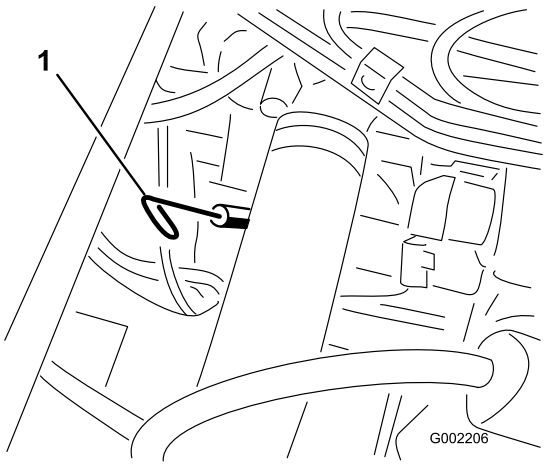

Figure 15
2. Remove the dipstick, located under the passenger seat, and wipe it with a clean rag (Figure 15). Insert the dipstick into the tube and make sure it is seated fully. Remove the dipstick and check the oil level.